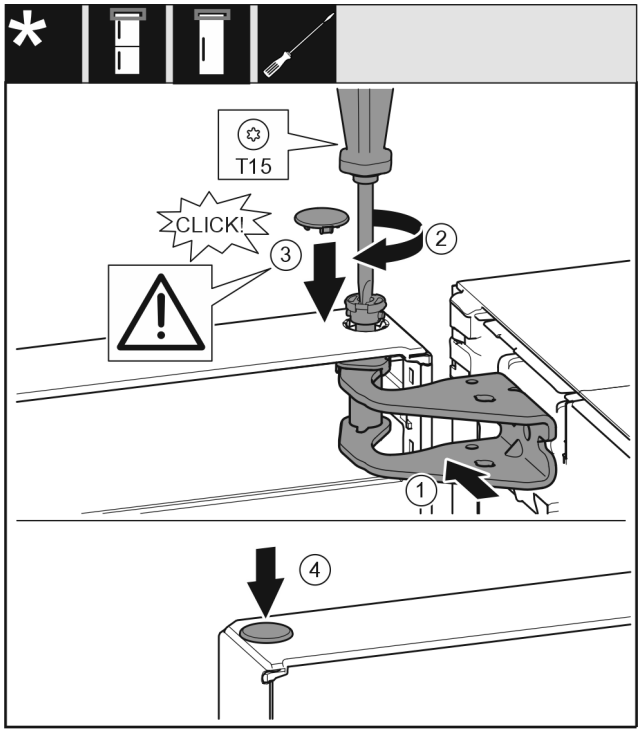

Fig. 17
▶ Align the top of the door with opening in the bearing bracket. *Fig. 17 (1)*
▶ Insert the bolt and tighten with a T15 screwdriver. *Fig. 17 (2)*
▶ Fit the protective cover to protect the door: Insert the protective cover and check that it is flush to the door. If not, insert the bolt fully. *Fig. 17 (3)*
▶ Insert the plugs. *Fig. 17 (4)*